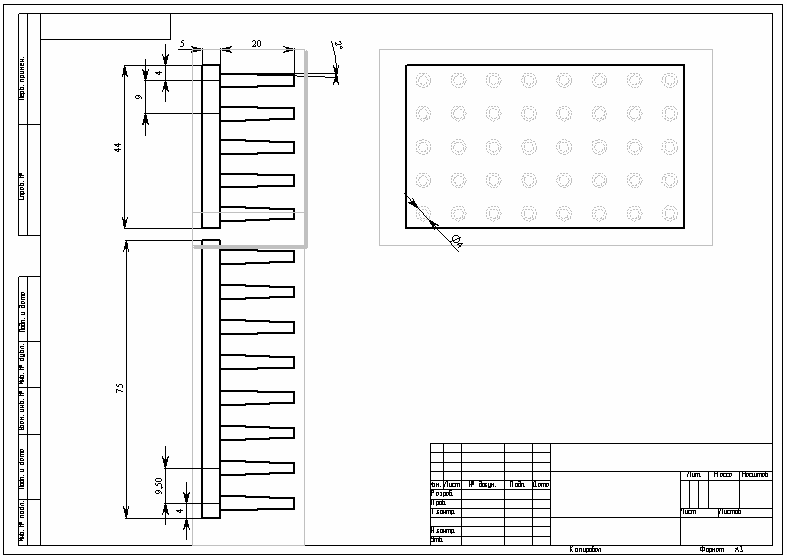

Рисунок 9.1 – Чертеж детали *Heatsink2* с нанесенными размерами
3. Перетащите размеры в нужное положение (рис.9.1).